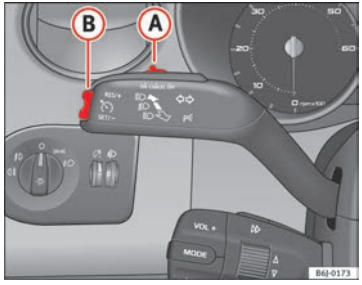

Fig. 126 Turn signal and main beam headlight lever: switch and rocker switch for the cruise control
– Press the lower part **SET** of the rocker switch ⇒ Fig. 126 (B) once briefly when you have reached the speed you wish to set.
– Press the upper part **RES** of the rocker switch ⇒ Fig. 126 (B) to increase the speed. The vehicle will continue to accelerate as long as you keep the rocker switch pressed. When you release the switch, the new speed is stored.
– Press the lower part **SET–** of the rocker switch ⇒ Fig. 126 (B) to reduce the speed. The vehicle will automatically reduce its speed for as long as you keep the switch pressed. When you release the switch, the new speed is stored.
Cruise control is switched off if you reduce speed by depressing the brake pedal. Reactivate the control by pressing once on the upper part of the rocker switch **RES+** ⇒ Fig. 126 (B). ■